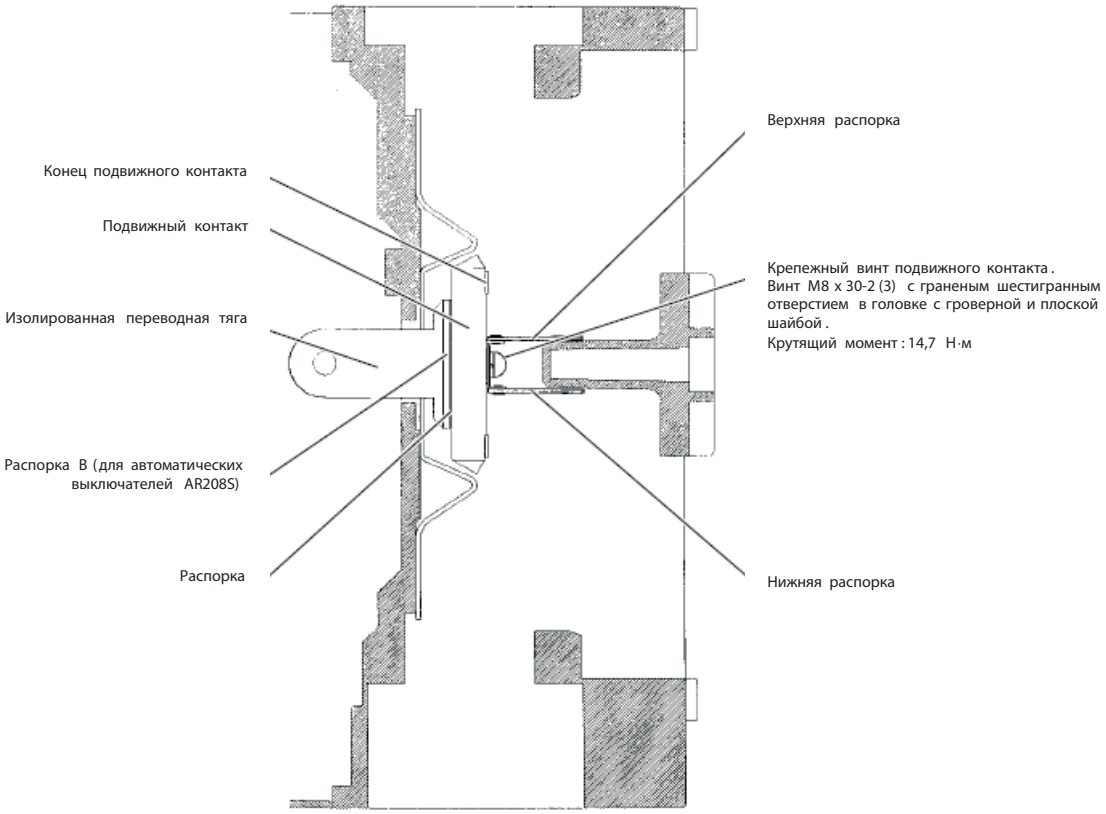

Рис. 49. Подвижный контакт
5) После проведения контроля установите все детали и компоненты на свои места в обратном порядке их извлечения . Однако следующие компоненты , связанные с подвижным контактом устанавливают в следующем порядке: изолированная переводная тяга , изолирующая вставка , распорка , подвижный контакт, верхняя развязка , нижняя развязка , плоская шайба , гроверная шайба и крепежные винты подвижного контакта . См . рис. 49.
5) После проведения контроля установите все детали и компоненты на свои места в обратном порядке их извлечения. Однако следующие компоненты, связанные с подвижным контактом устанавливают в следующем порядке: изолированная переводная тяга, изолирующая вставка, распорка, подвижный контакт, верхняя развязка, нижняя развязка, плоская шайба, гроверная шайба и крепежные винты подвижного контакта. См. рис. 49.